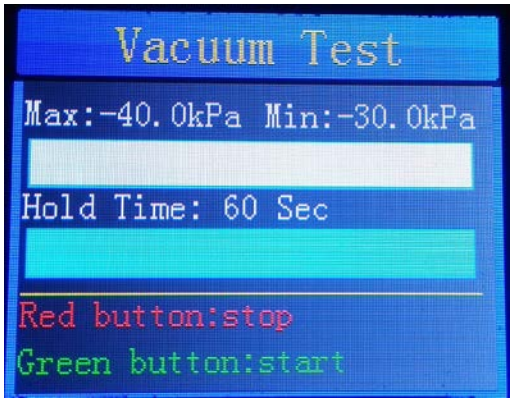
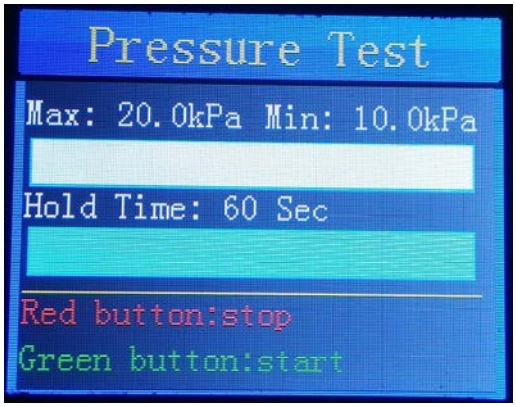

Figure 6
Figure 7
4. Enter into the test page (Figure 6, Figure 7) and press the green button to start testing.